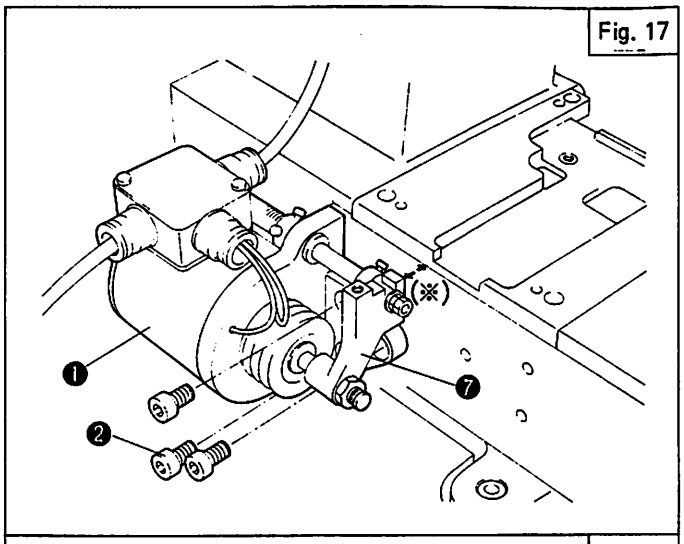

Fig. 17
SOLENOID (UNIT) SETTING (Figs. 17, 18)
1. Refer to Fig. 17 and set ❶ and ❷ in sequence so that the upper face of Crank ❼ should level with the upper face of the bed horizontally. (*)